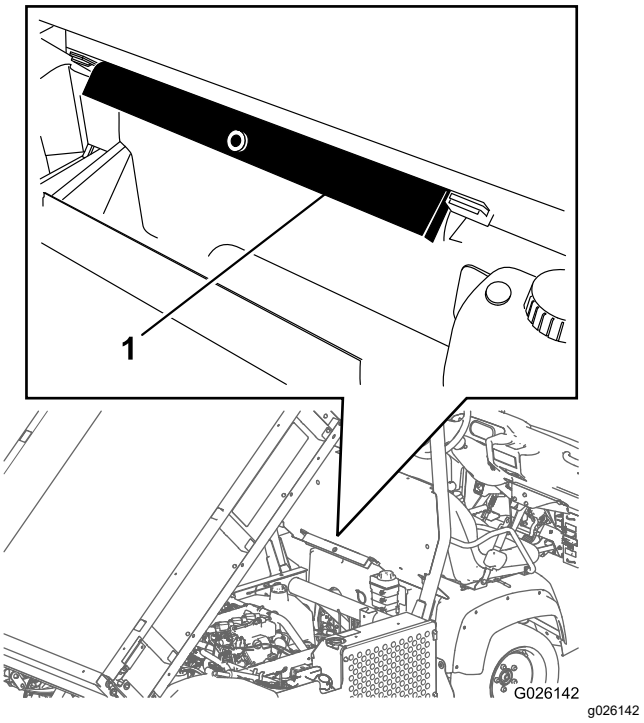

Figura 21
2. Retire el soporte de la plataforma de los soportes de almacenamiento situados en la parte trasera del panel del ROPS (Figura 21).